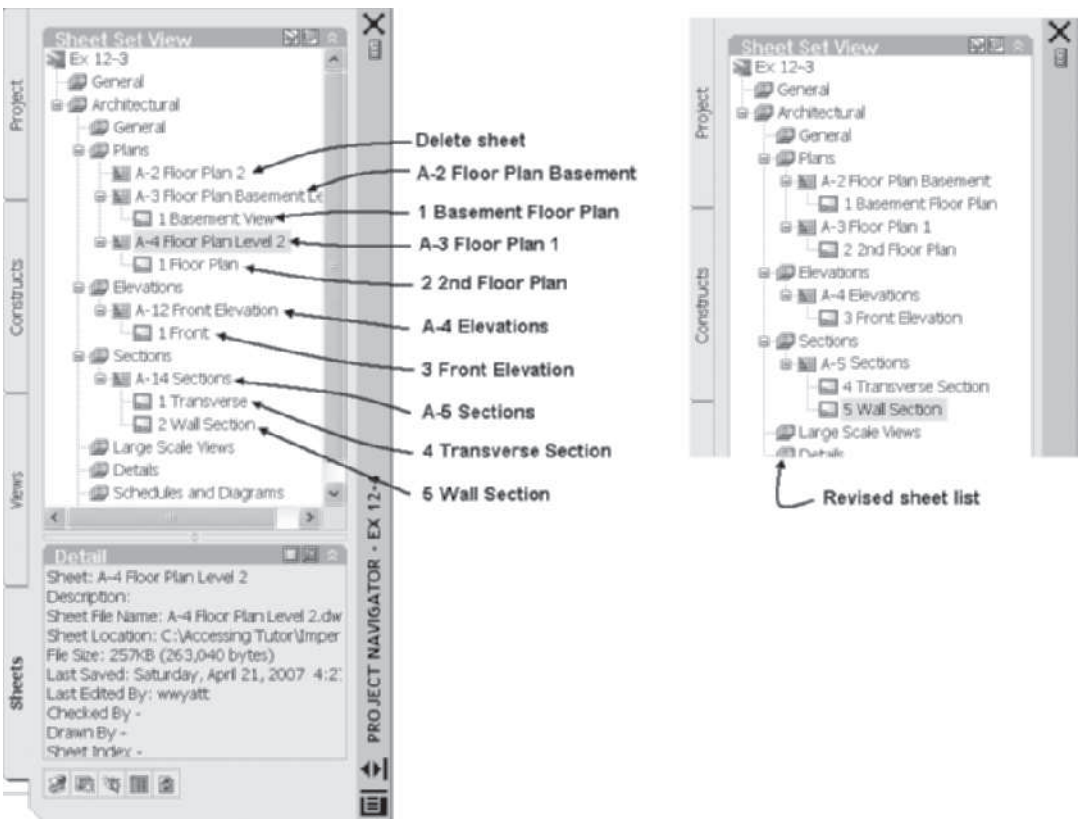

FIGURE 12.87 *Revision of sheets*
23. Select the **Sheets** tab. Expand each category of sheet to display the sheets views placed on the sheets as shown at the left in Figure 12.87. Although the project is not complete the names and numbers of the sheet and view should be adjusted. Select the A-2 Floor Plan 2 sheet, right-click, and choose Delete Sheet. Choose Yes to dismiss the Confirm Sheet Remove dialog box. Select the remaining sheets or views, right-click, and choose **Rename and Renumber**. Edit the sheets and views as shown in Figure 12.87. Check **Rename drawing file to match** the sheet title and check **Prefix with sheet number**.